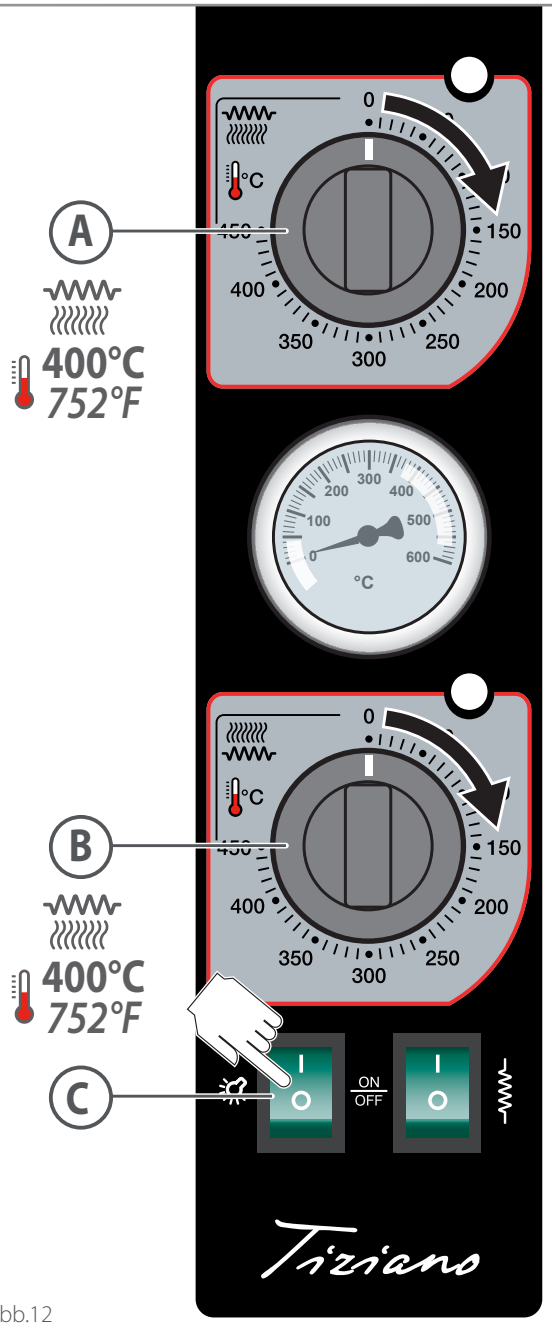
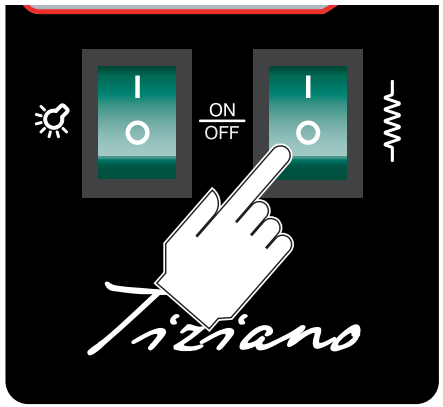

Abb.12
Abb.13
▶ Abb.12
- Den Temperaturregelknauf (A) für die Backkammer im Uhrzeigersinn drehen, bis eine Temperatur von 400 °C /752 °F eingestellt ist;
- den Temperaturregelknauf (B) für die „Unterhitze" im Uhrzeigersinn drehen, bis eine Temperatur von 400 °C /752 °F eingestellt ist;
- die Beleuchtung (C) der Backkammer ausschalten.
▶ Abb.13